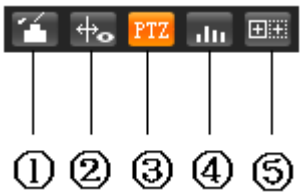
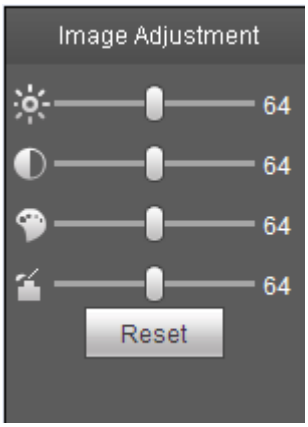

Figure 2-3
Figure 2-4
See Figure 2-3 and Figure 2-4 for the video window adjustment function.
| ① Image adjustment | Click image adjustment button, you can see the image adjustment interface on the right of preview interface, see Figure 2-4, click left mouse button to adjust image config.: It is to adjust monitor video brightness.: It is to adjust monitor video contrastness.: It is to adjust monitor video hue.: It is to adjust monitor video saturation.: Restore brightness, contrastness, saturation and hue to system default setup.Note:● All the operations here apply to WEB end only.● Please go to Setup->Camera->Conditions to adjust corresponding items. |